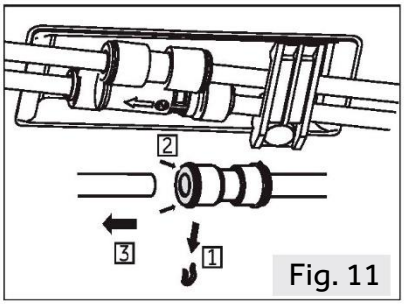

Fig. 11
1. Frigør venstre side af to vandkoblinger i forreste venstre hjørne i bunden af apparatet: tryk og hold kraven ind som vist, og fjern vandrøret (fig.11).